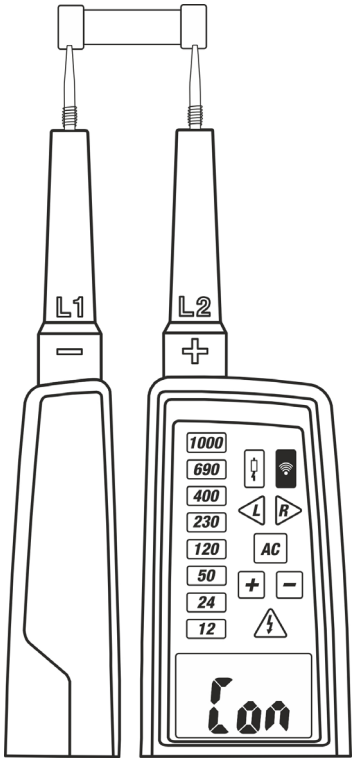

Fig. 9: Teste Continuidade
2. Ligar a ponteira **L1** e a ponteira **L2** ao objeto em teste (ver Fig.9).